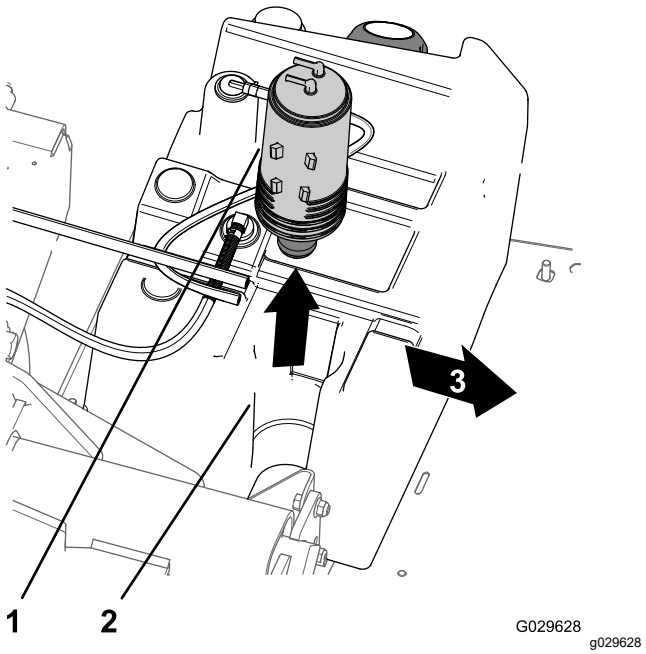

**Figuur 47**
3. Til de koolstofhouder van de koolstofhouderbevestiging in de brandstoftank (Figuur 47).
7. Plaats de nieuwe koolstofhouder in de koolstofhouderbevestiging van de brandstoftank met de afvoerfitting en de fitting voor de brandstoftank naar achteren uitgelijnd (Figuur 47).